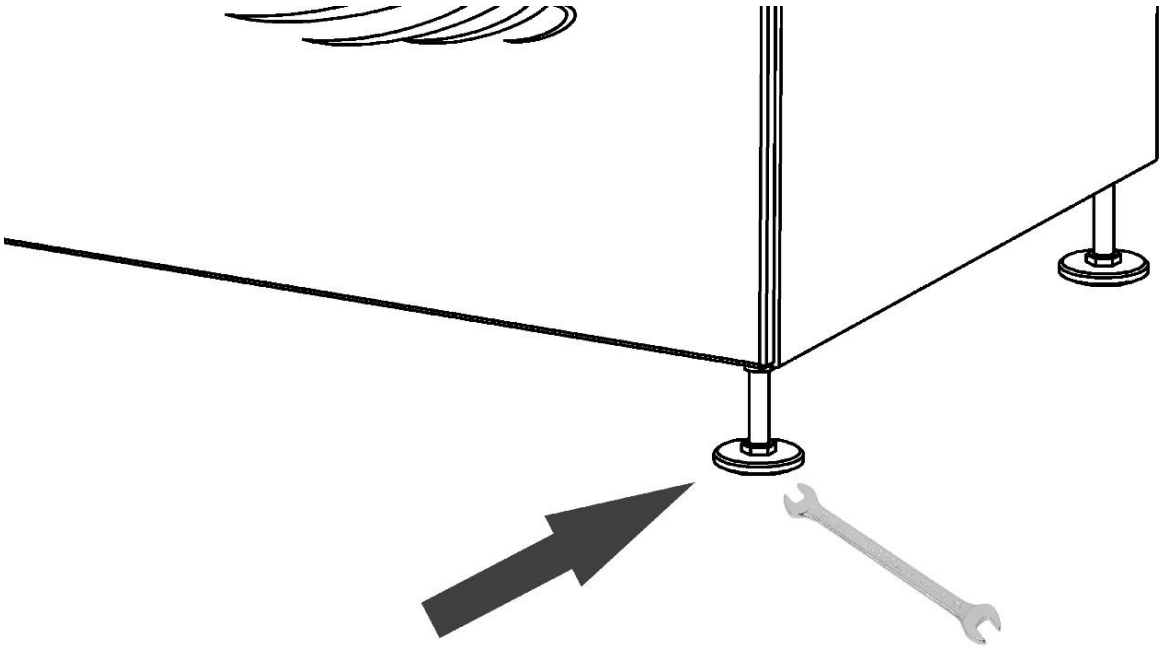

Рисунок 4
5.3 Установить на основании стола опоры регулируемые (рисунок 4). Стол установить на месте последующей эксплуатации и отрегулировать его устойчивое положения.